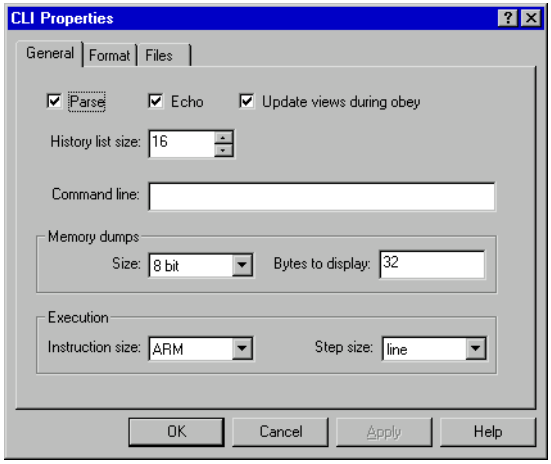

**Figure 5-87 Command Line Interface Properties dialog, General tab**
- **General**, shown in Figure 5-87 on page 5-67
Figure 5-87 on page 5-67 shows the CLI Properties dialog with the default **General** tab selected.